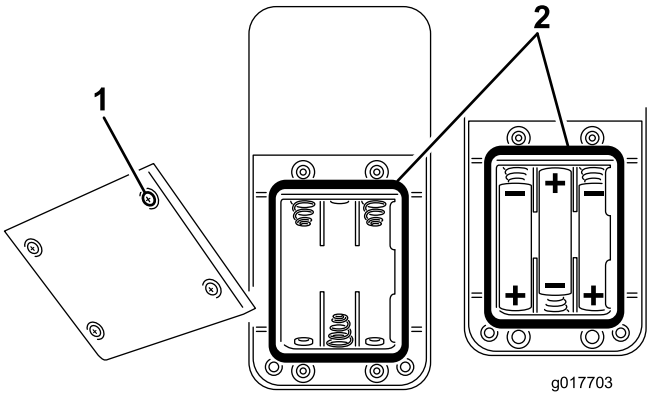

Rysunek 31
2. Przy montażu baterii w pustej komorze baterii wystarczy włożyć trzy nowe baterie typu R03 (AAA). Zwróć uwagę, aby włożyć baterie w sposób podany na Rysunek 31.
3. Zużyte baterie należy wyjąć. Następnie należy włożyć trzy nowe baterie typu R03 (AAA). Zwróć uwagę, aby włożyć baterie w sposób podany na Rysunek 31.